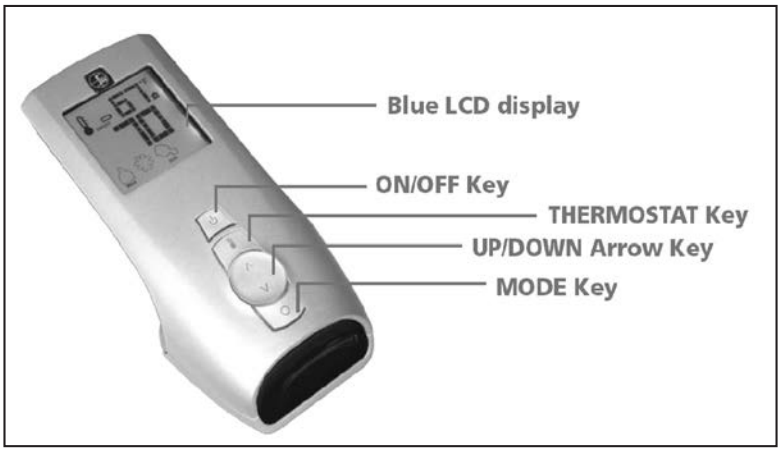
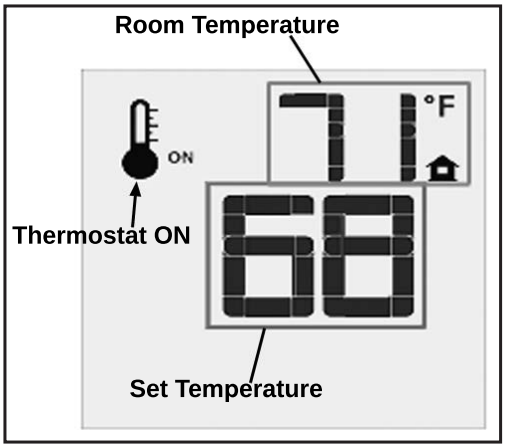
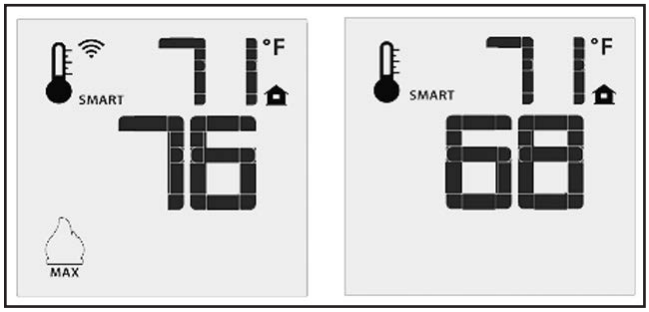
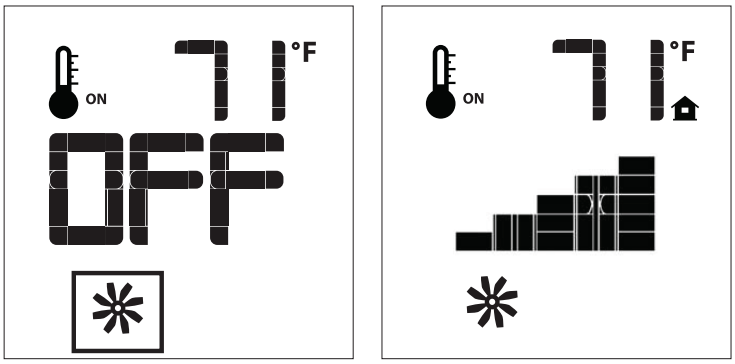

Figure 5: Proflame 2 Transmitter.
Figure 12: Remote Control Displays Set Temperature.
Figure 13: Remote Control's Smart Flame Function.
Figure 15: Fan Control
The Proflame 2 Transmitter is a remote control with a blue backlit lcd display. It uses a streamline design with a simple button layout and informative lcd readout (Figure 5). The Transmitter is powered by three (3) AAA type batteries. A Mode Key is provided to Index between the features and a Thermostat Key is used to turn on/off or index through Thermostat functions (Figure 5 & 6).
Press the ON/OFF Key on the Transmitter. The Transmitter LCD display will only show the room temperature and Icon (see Figure 12). A single "beep" from the IFC confirms reception of the command and both the pilot light (if the unit is not set to continuous pilot) and main burner will turn off.
The Remote Control can operate as a room thermostat. The thermostat can be set to a desired temperature to control the comfort level in a room. To activate this function, press the Thermostat Key (see Figure 5). The LCD display on the Transmitter will change to show that the room thermostat is "ON" and the set temperature is now displayed (see Figure 12). To adjust the set temperature, press the Up or Down Arrow Keys until the desired set temperature is displayed on the LCD screen of the Transmitter.
The Smart Thermostat function adjusts the flame height in accordance to the difference between the set point temperature and the actual room temperatures. As the room temperature gets closer to the set point the Smart Function will modulate the flame down. To activate this function, press the Thermostat Key (Figure 5) until the word "SMART" appears to the right of the temperature bulb graphic (Figure 13). To adjust the set temperature, press the Up or Down Arrow Keys until the desired set temperature is displayed on the LCD screen of the Transmitter.
The E33LI comes with a convection fan that can be controlled with the Transmitter. The fan speed can be adjusted thorugh six (6) speeds. To control the fan press the MODE key (Figure 5) to index to the fan control icon (Figure 15). Use the UP/DOWN arrow keys to turn on, off, or adjust the fan speed (Figure 15). A single beep from the IFC will confirm the command has been received